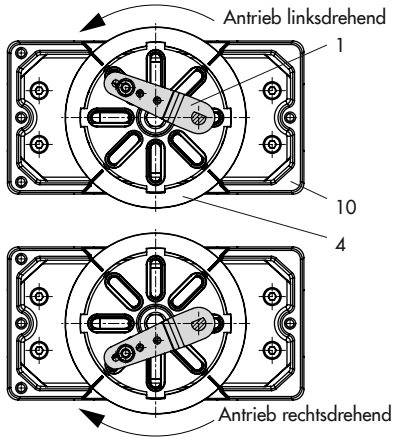

Bild 5-22: *Drehrichtung*
6. Am Hebel M (1) des Stellungsreglers den Standard-Abtaststift (2) herausschrauben. Den Abtaststift (Ø5 mm) aus dem Anbausatz an Stiftposition 90° verschrauben.
7. Ggf. Manometerhalter (7) mit Manometern oder bei erforderlichen Anschlussgewinde G ¼ die Anschlussplatte (6) montieren, auf richtigen Sitz der beiden Dichtringe (6.1) achten. Bei doppeltwirkenden federlosen Schwenkantrieben wird ein Umkehrverstärker für den Anbau am Antrieb benötigt, vgl. Kap. 5.5.7.
8. Stellungsregler auf das Gehäuse (10) setzen und festschrauben. Dabei den Hebel (1) so ausrichten, dass er unter Berücksichtigung der Drehrichtung des Antriebs mit seinem Abtaststift in den entsprechenden Schlitz eingreift (Bild 5-22).